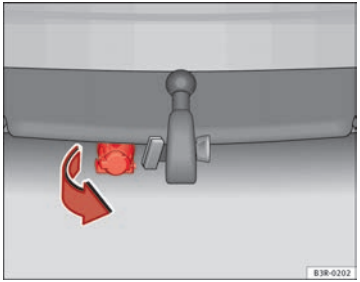

Fig. 172 Rear bumper: Pulling down the power socket
– To plug in the electrical connection for the trailer, pull down the socket below the bumper ⇒ Fig. 172.